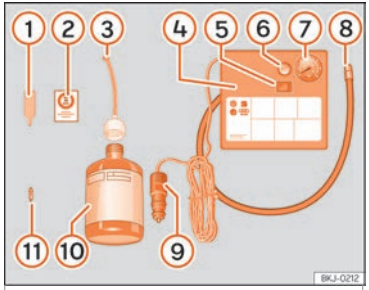

Fig. 31 Representação padrão: conteúdo do kit antifuros.
O kit antifuros está localizado na bagageira, por baixo do revestimento do piso. Inclui os seguintes componentes ››› **Fig. 31**:
- Desenrosque a proteção e o obus da válvula do pneu. Utilize o aparelho ››› Fig. 31 ① para retirar a carga. Coloque-o numa superfície limpa.
- Agite com força a garrafa de vedante de pneus ››› Fig. 31 ⑩.
- Enrosque o tubo de enchimento ››› Fig. 31 ③ na garrafa de vedante. O selo da garrafa partir-se-á automaticamente.
- Remova o tampão do tubo de enchimento ››› Fig. 31 ③ e enrosque a extremidade aberta do tubo na válvula do pneu.
- Volte a colocar o obus com o aparelho ››› Fig. 31 ① na válvula do pneu.
- Enrosque o tubo de enchimento do pneu do compressor ››› Fig. 31 ⑧ na válvula do pneu.
- Verifique se o parafuso de evacuação de ar está fechado ››› Fig. 31 ⑥.
- Ligue o conector ››› Fig. 31 ⑨ à tomada de corrente de 12 volts do veículo ››› Página 147.
- Ligue o compressor de ar com o interruptor ON/OFF ››› Fig. 31 ⑤.
- Cole o autocolante ››› Fig. 31 ② no painel de instrumentos, dentro do campo visual do condutor.
Volte a enroscar o tubo de enchimento ››› Fig. 31 ⑤ e verifique a pressão no manómetro ⑥.